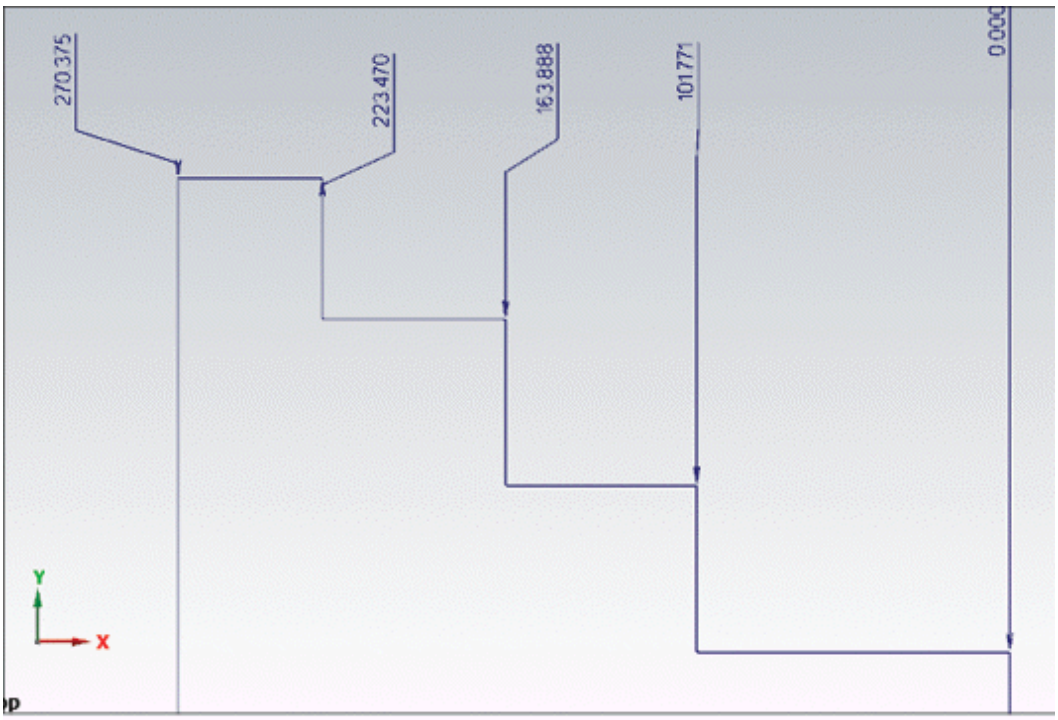

Figure-18. Ordinate dimensions created
- Click on the next points for dimensioning and place them; refer to Figure-18.